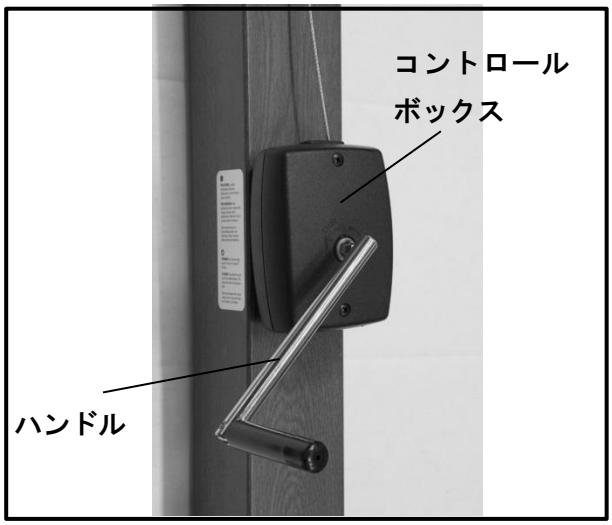

図.10
② 骨または布を揺すって、キャンバス部のねじれを取り除きます。
③ 本体主柱部にあるコントロールボックスにハンドル（j）を差し込みます。（図.10）
④ ハンドルをゆっくりと時計方向に回して下さい。
⑤ パラソルが完全に開いたことを確認して下さい。